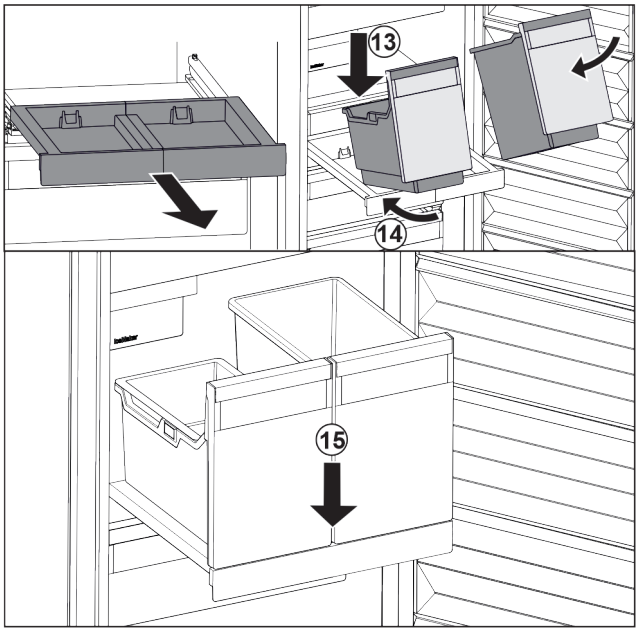

Fig. 129
▶ Așezați recipientele oblic pe raftul extractibil. *Fig. 129 (13)*
▶ Inserați recipientul oblic spre partea posterioară. *Fig. 129 (14)*
▶ Depuneți recipientul în față. *Fig. 129 (15)*